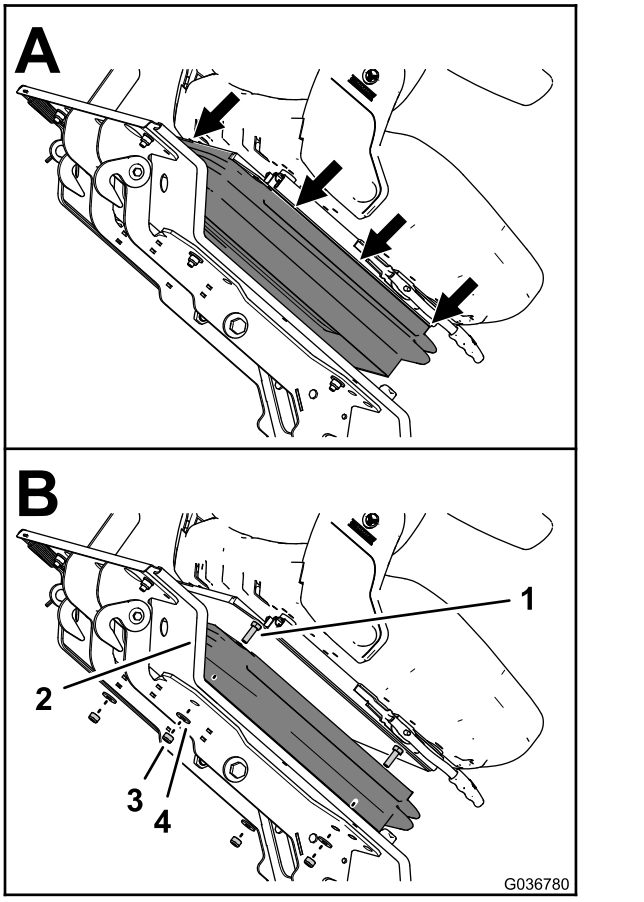

Figur 10
C. Når alle tapper er fjernet fra sporene, trekk gummihetten ned (A i Figur 10).
4. Mens du støtter opp setet, fjern de fire skivene (8 mm) og låsemutterne (8 mm) som fester setet til seteplattformen (B i Figur 10).